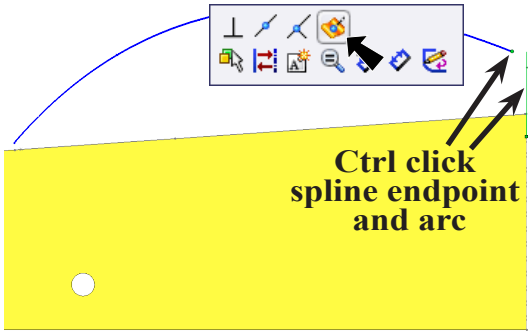
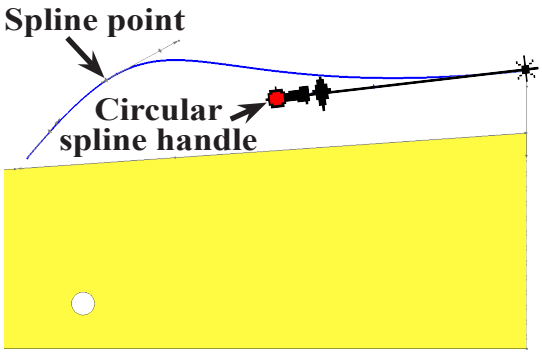

Fig. 58
Fig. 59
Step 7. **Ctrl click right endpoint of spline** and **arc in rear sketch** to select both. Release Ctrl key and click **Make Pierce** on the Content menu, **Fig. 58** and **Fig. 59**. Make Pierce adds a Pierce relation between guide curve and rear sketch.
Step 8. Click the spline to select it. Grab the Circular Spline handle (small gray dot) at endpoint, **Fig. 59** and pull up to adjust spline. Also, you can move the Spline point to adjust the spline.